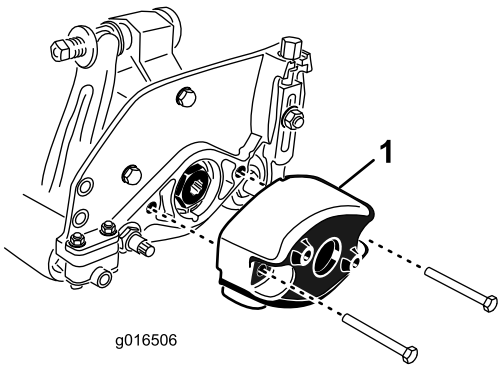

Figur 7
1. Fjern de 2 maskinskruer, der holder modvægten fast i højre ende af klippeenheden. Fjern kontravægten (Figur 7).